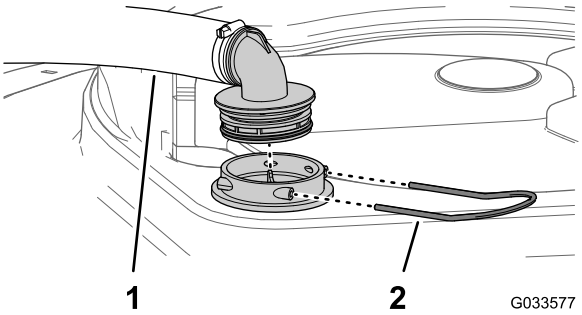

**Bild 54**
2. Nehmen Sie oben am Sprühbehälter den Halter ab, mit dem das Schlauchanschlussstück befestigt ist, das am dicken Schlauch und dem Filtergehäuse angeschlossen ist (Bild 54).
3. Nehmen Sie den Schlauch und das Schlauchanschlussstück vom Filtergehäuse ab (Bild 54).